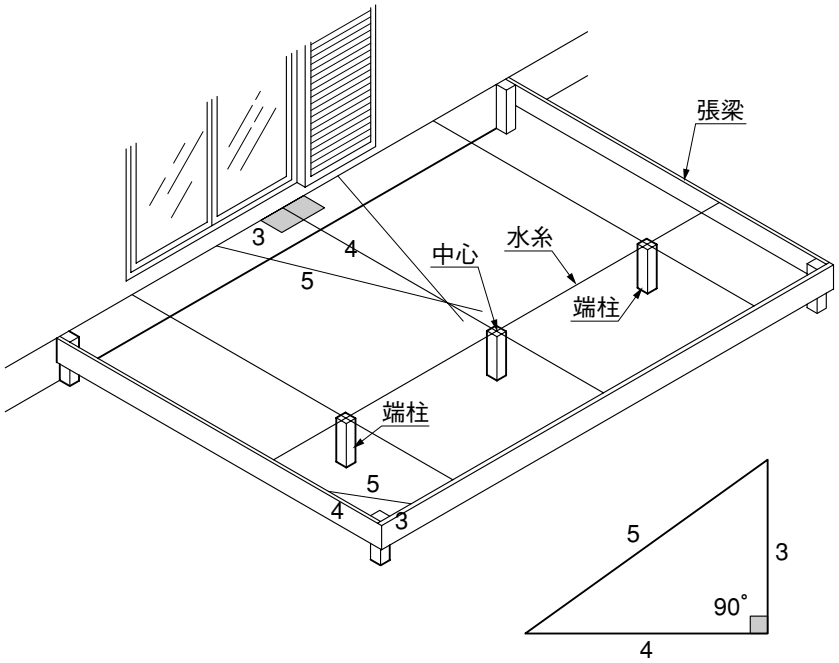

図1-1　直角出し寸法
❶本体総合編（E176）を参照してエクシオール本体の取付け位置とエクシオール面床レベルを決めてください。
❷前面・両側面に張梁を組んでください。
❸躯体に柱寸法の印を付け、図1-1の直角出し寸法の方法で直角を出し、本体の中心位置出しをしてください。
❹本体の中心の位置から、両側の端柱位置を決めてください。